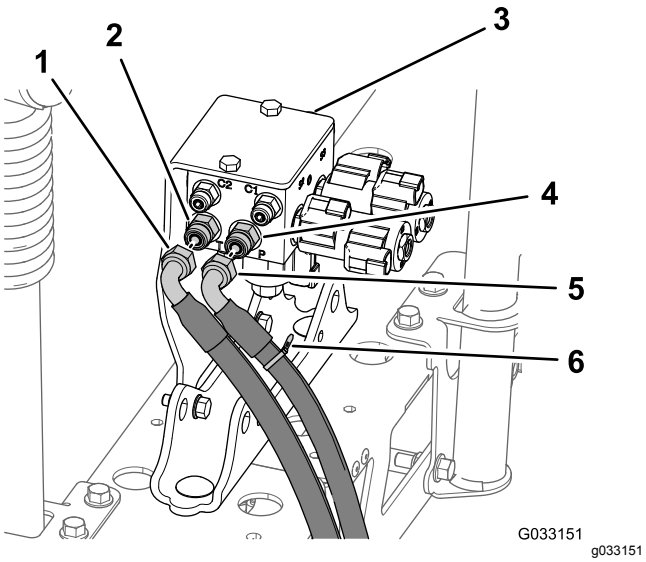

Figur 66
1. Vid port P på sprutrampslyftens grenrör markerar du tryckhydraulslangen med ett kabelband (Figur 66).
2. Lossa hydraultryck- och hydraulreturslangarna från sprutrampslyftens grenrör (Figur 66).